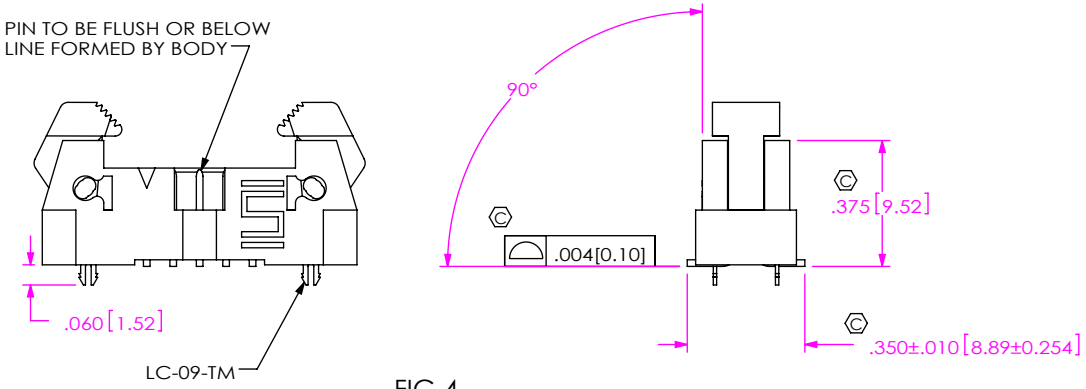

FIG 4
-SM: SURFACE MOUNT (SEE FIG 4, SHT 2)
(SEE FIG 4, SHT 2, USE LC-09-TM)